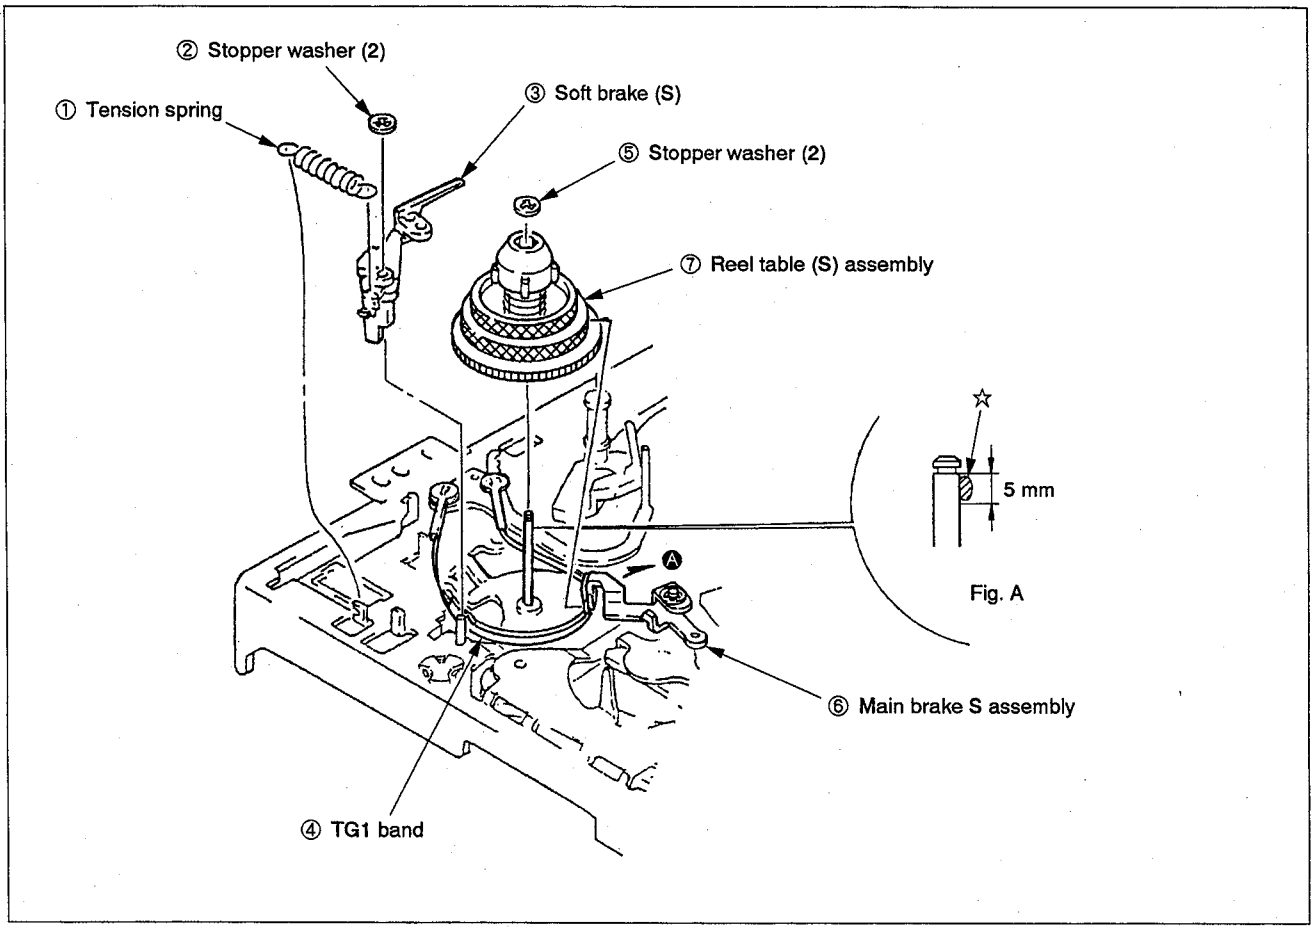

Fig. 3-23
3-21. REEL TABLE (S) ASSEMBLY (Fig. 3-23)
1) Remove tension spring ① from the chassis side.
2) Remove stopper washer (2) ② to pull out soft brake (S) ③.
3) Move TG1 band ④ over the reel table.
4) Remove stopper washer (2) ⑤.
5) While pressing main brake S assembly ⑥, pull out reel table (S) assembly ⑦.